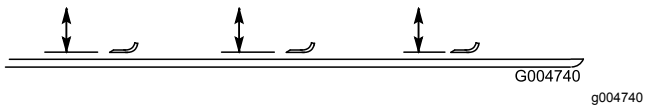

Figur 143
4. Roter kniven til endene vender fremover og bakover og mål fra innsiden av klippeenheten til kniveggen på forkanten av kniven (Figur 143).